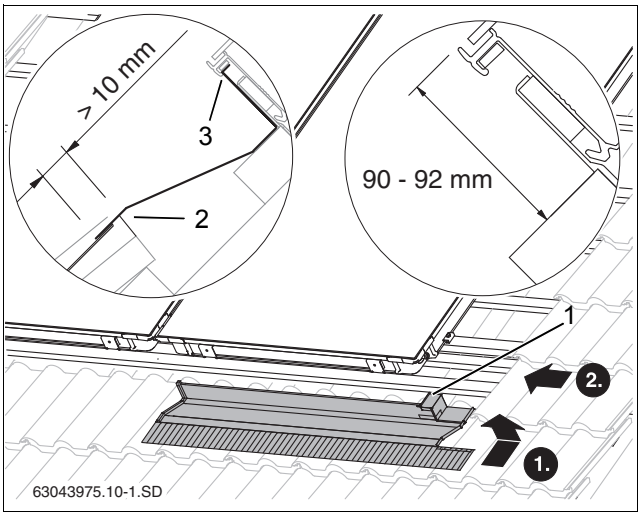
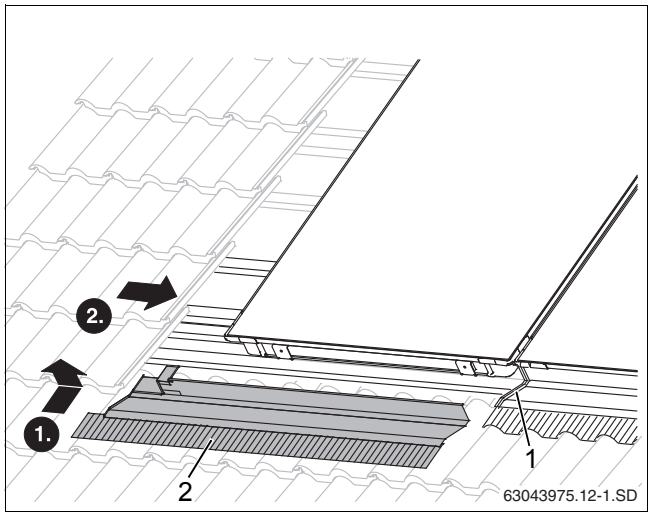

Рис. 43 Правый нижний накладной лист
Рис. 46 Укладка левого нижнего накладного листа
- Правый накладной лист вставьте верхней кромкой в паз коллектора (рис. 43, [3]).
- Придвиньте накладной лист к коллектору так, чтобы и правая короткая кромка (рис. 43, [1]) входила вверху в паз коллектора.
Накладной лист нужно уложить на черепицу так, чтоб он перекрывал черепицу минимум на 10 мм (рис. 43, [2]).
- Уложите левый накладной лист (рис. 46, [2]) на предыдущий и смонтируйте как правый (рис. 43).
Защитную пленку можно снять с накладного листа (рис. 46, [1]) только после того, как будут закреплены все листы.